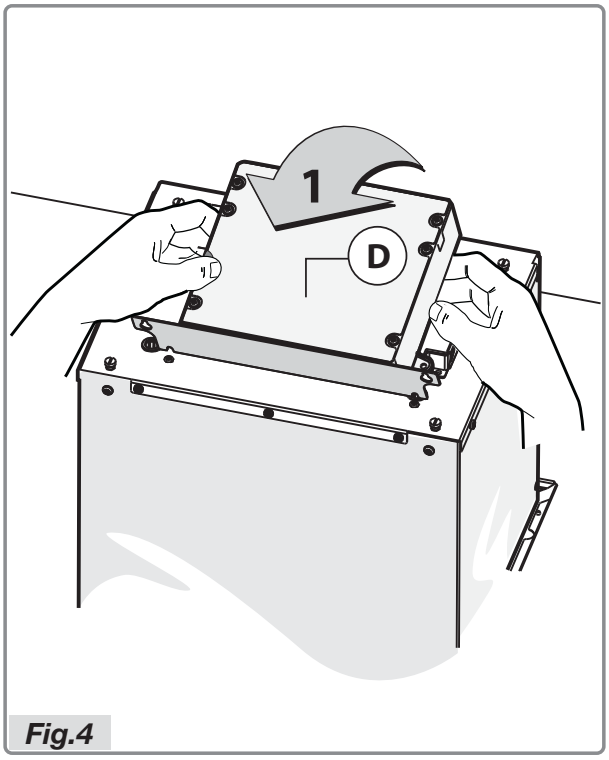

Fig.4
- Soulever la boîte électrique (Fig.4).